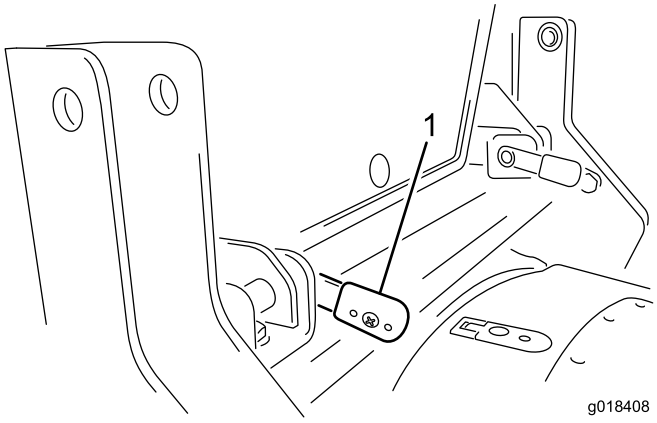

Figure 15
4. When the levers are fully inserted, rotate them backward to lock them in position (Figure 15).